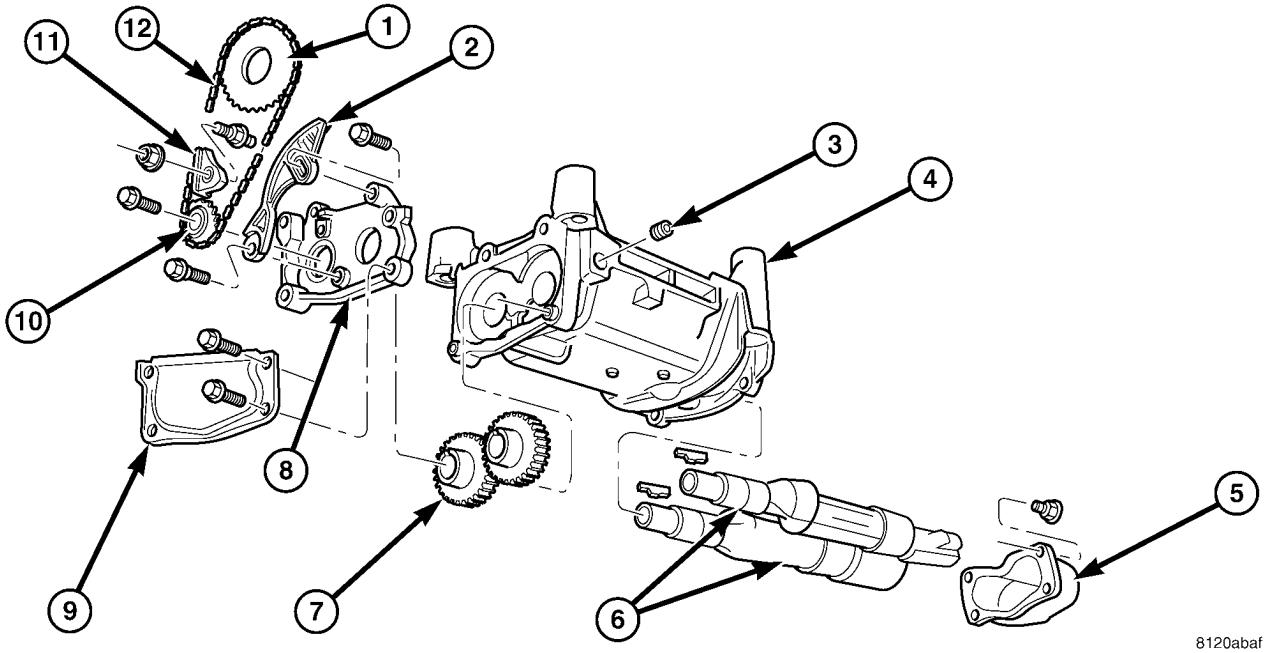

Fig. 134 Balance Shafts and Carrier Assembly
The 2.4L engine is equipped with two nodular cast iron balance shafts installed in a cast aluminum carrier attached to the lower cylinder block (Fig. 134).
The following components will remain intact during carrier removal: Gear cover, gears, balance shafts and the rear cover (Fig. 134).
(1) With balance shafts installed in carrier (Fig. 134) position carrier on crankcase and install four attaching bolts and tighten to 54 N·m (40 ft. lbs.).